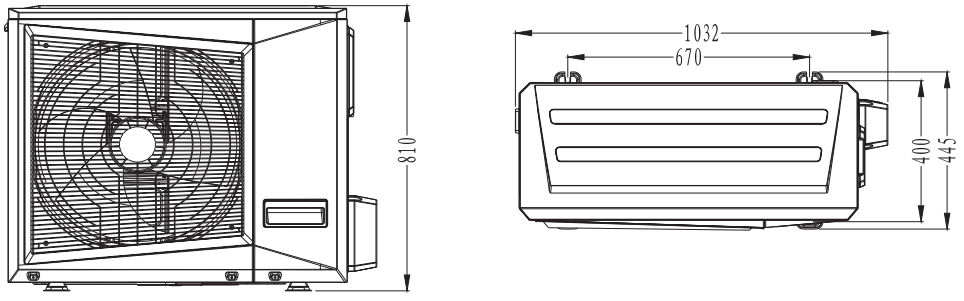

Рис. 3-2. Розміри зовнішнього блока
2) Рис. 3-2 застосовується для моделей 10кВт, 12,5кВт (380В-415В)